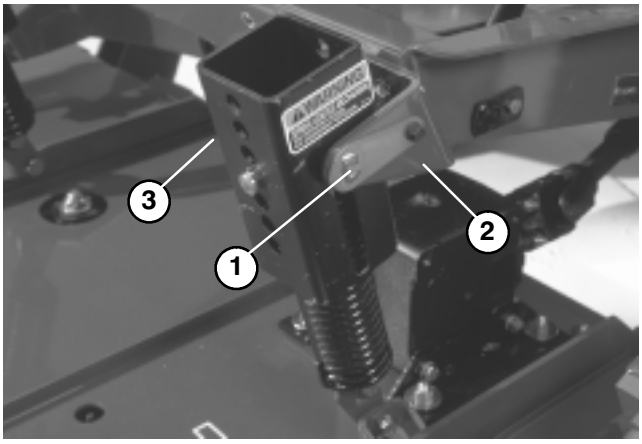

Figure 25
SEPARATING CUTTING UNIT FROM TRACTION UNIT (Fig. 25--27)
2. Disconnect counterbalance from traction unit, remove lock pins from brackets, separate spring tension assemblies from brackets and lay them down on the deck. Loosely secure lock pins to brackets to prevent losing them (Fig. 25).
MOUNTING CUTTING UNIT TO TRACTION UNIT (Fig. 25--27)